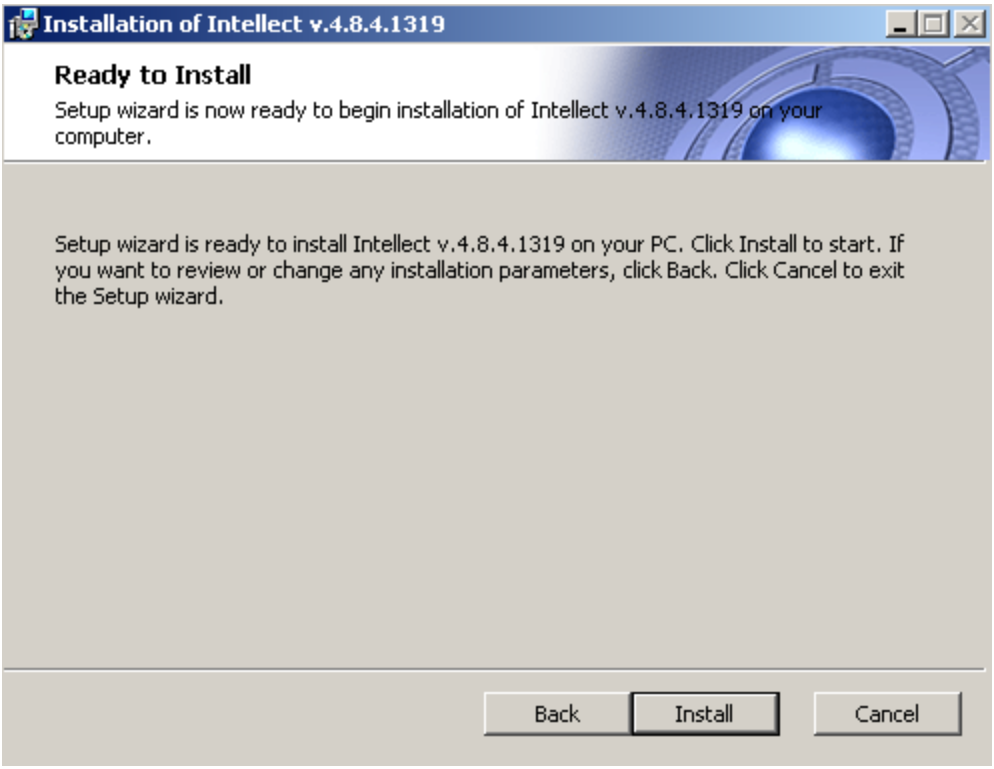

Figure 5.1-38 The “Ready to install” dialog box
The “Ready to install” dialog box is displayed (Figure 5.1-38).
Note. To change the setting, click the “Back” button (Figure 5.1-38).
19.Click the “Install” button (Figure 5.1-38).